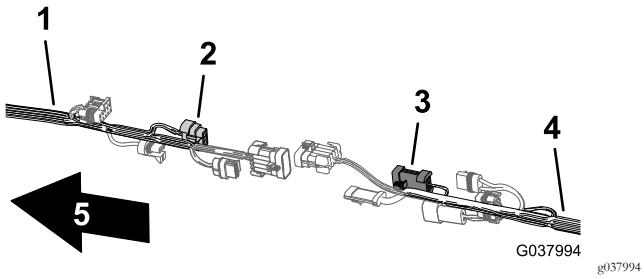

Figura 108
4. Conecte el conector de 8 pines de interconexión del arnés de cables delantero al conector hembra de 8 vías del interruptor de caudal del arnés de cables trasero (Figura 108).